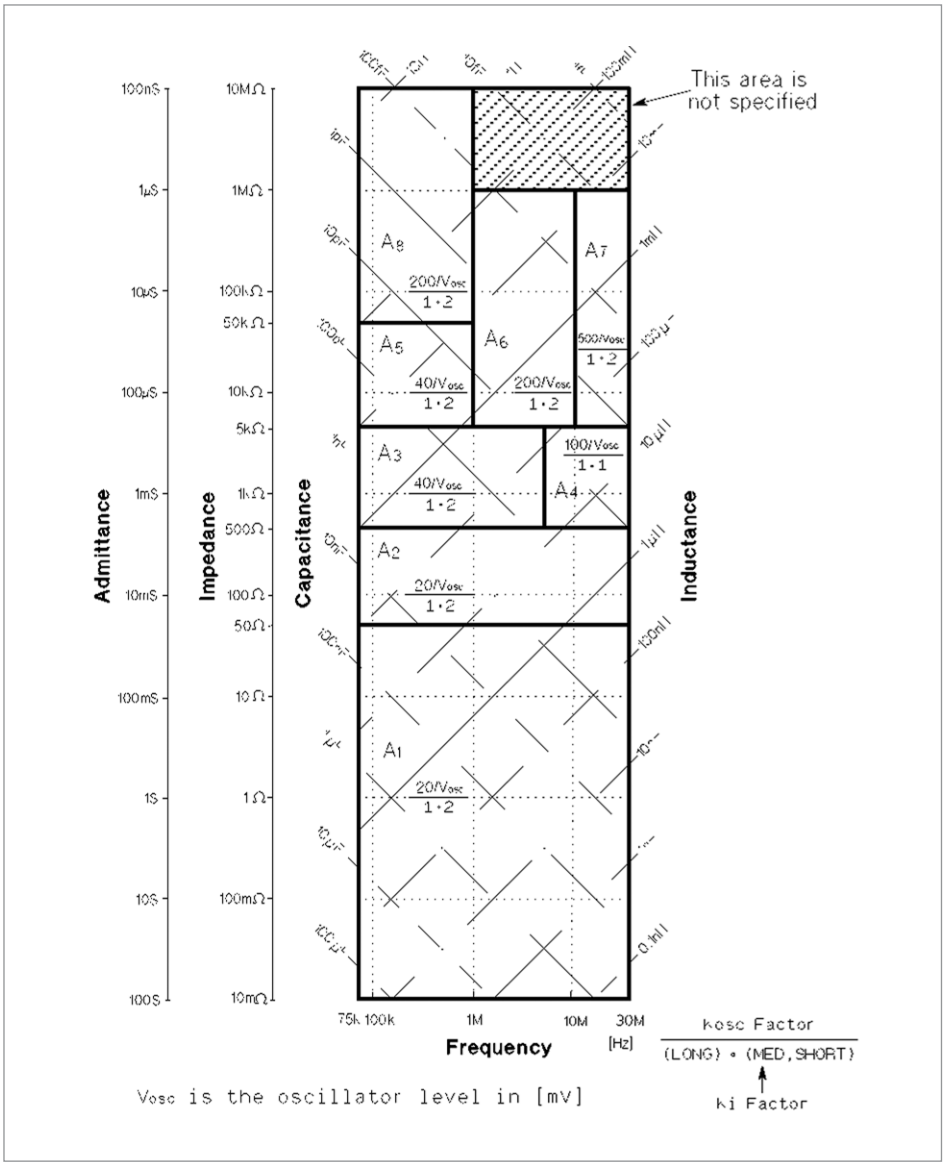
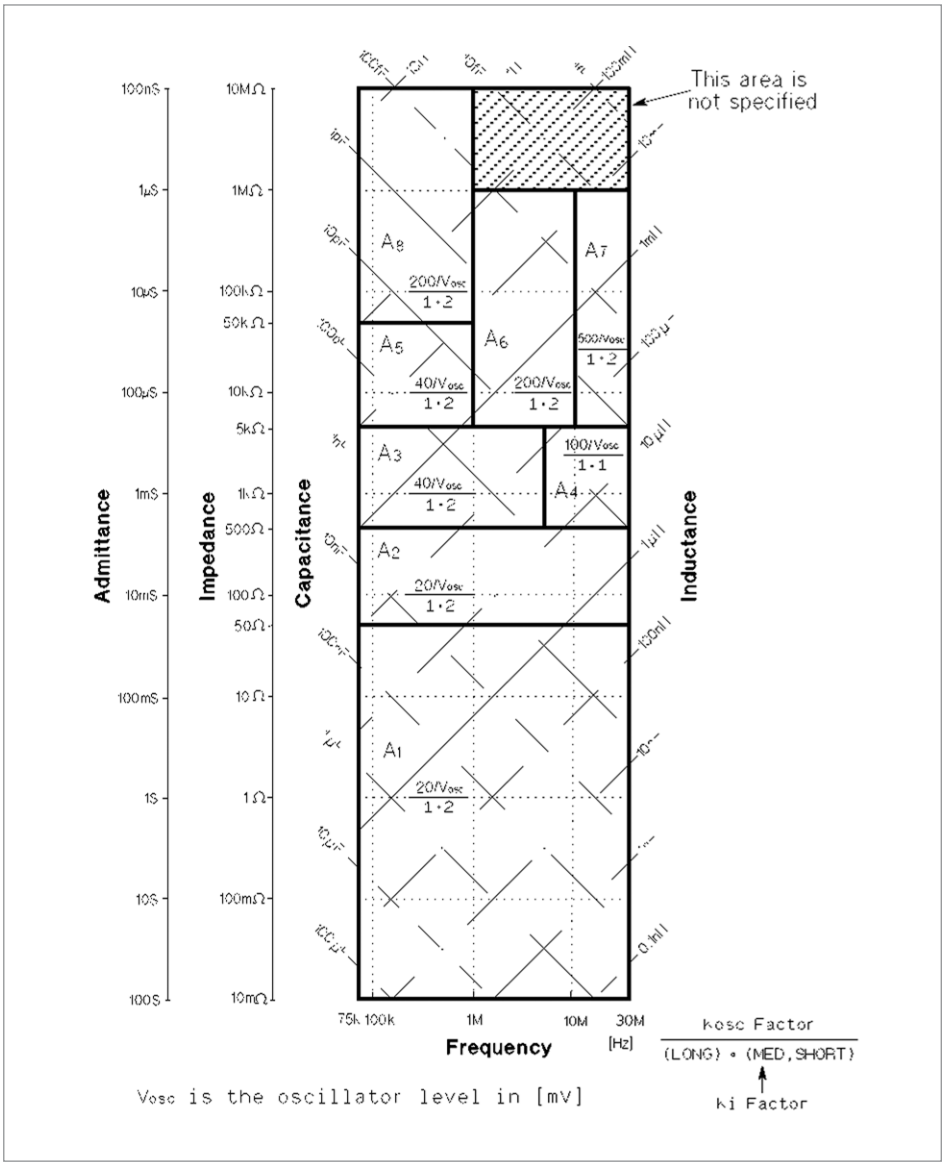

Figure 1-3. Accuracy equations, K_i factor, and K_{osc} factor (test signal level ≤ 1 V_{rms})
Figure 1-4. Accuracy equations and K_i factor (test signal level > 1 V_{rms})
A_n = Basic accuracy equation given from the A_1 to A_{16} shown in Table 1-1. The applicable frequency range and impedance range of equations A_1 to A_{16} are shown in Figure 1-3 and Figure 1-4. (Refer to *Basic Accuracy Equations* on page 7.)
1. Determine An equation from Figure 1-3 or Figure 1-4. In both charts, boundary line belongs to the better accuracy area.
When the oscillator level is ≤ 1 V_{rms}, determine A_n to be applied, value of K_i and value of K_{osc} from the Figure 1-3. If the determined K_{osc} ≤ 1, then round up K_{osc} to 1.
When the oscillator level is > 1 V_{rms}, determine A_n to be applied and value of K_i from the Figure 1-4.
3. Choose an accuracy chart from Figure 1-3 and Figure 1-4. The oscillator level is 1 V_{rms}, then Figure 1-3 is chosen for this measurement.
4. Find the frequency point of f_m (25.2 MHz) along the X axis in Figure 1-3. Both axes are in log format. Interpolation may be required.
5. Find the impedance point of Z_m (35 Ω) along the Y axis in Figure 1-3 determined in step 2. Both axes are in log format. Interpolation may be required.